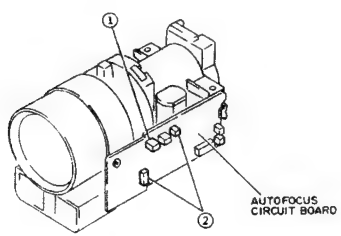

Fig. 2-104
1) Disconnect connector on the autofocus circuit board. (See Fig. 2-104)